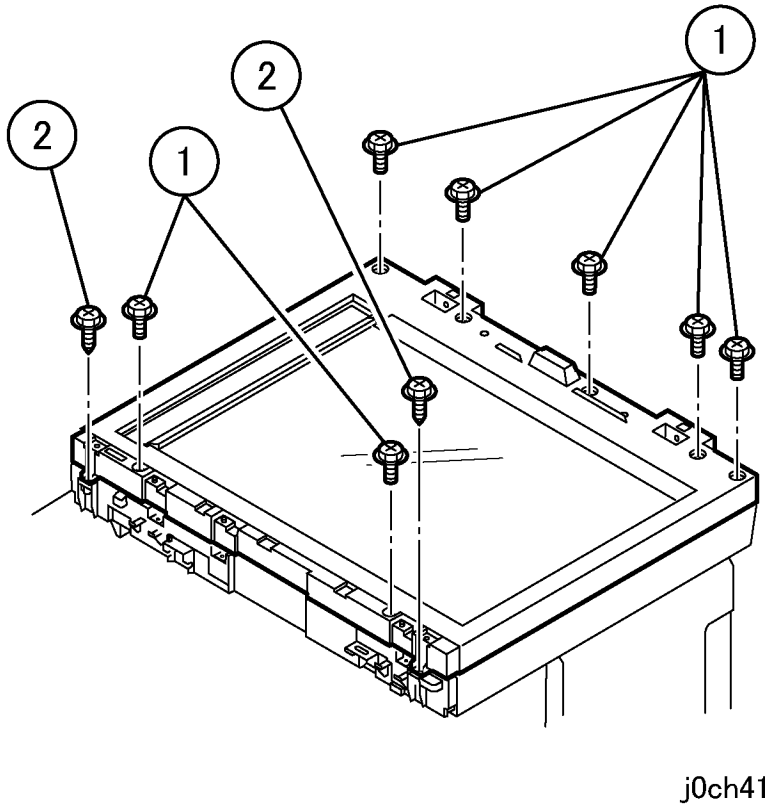

Рисунок 1 Отворачивание винтов верхней крышки IIT (j0ch41139)
2. Отверните винты на верхней крышке IIT (рисунок 1).